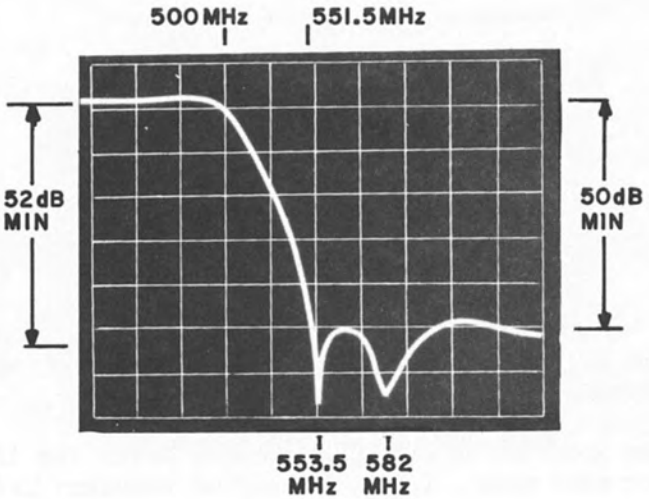

Figure 4-15. Type 370285 500 MHz LP Filter, Typical Response
5. Readjust C2, C4, C6 and C8 for the best overall response as illustrated in **Figure 4-15.** Adjust for the best response, as follows: